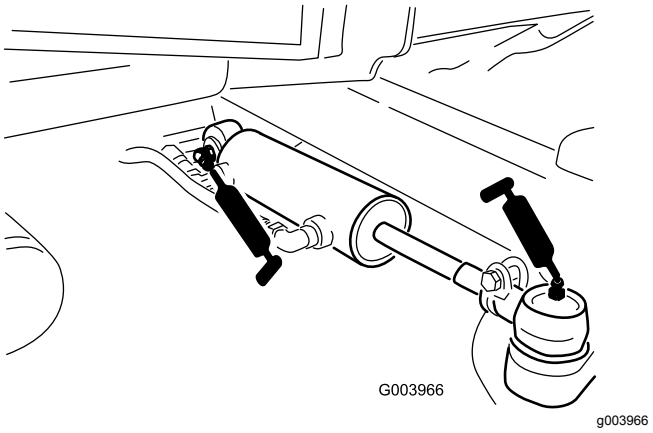

Figur 82
- Styrcylinderns kulleder (2) (Figur 82)